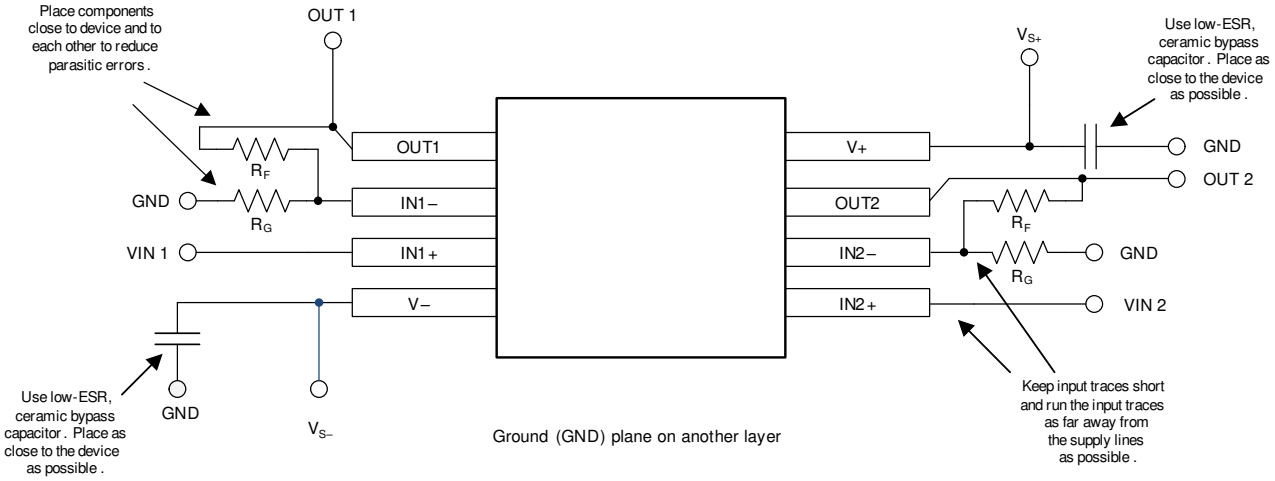

図 10-10. レイアウト例
- 外付け部品は、可能な限りデバイスに近く配置します。図 10-10 に示すように、R_F と R_G を反転入力の近くに配置すると、反転入力の寄生容量が最小化されます。